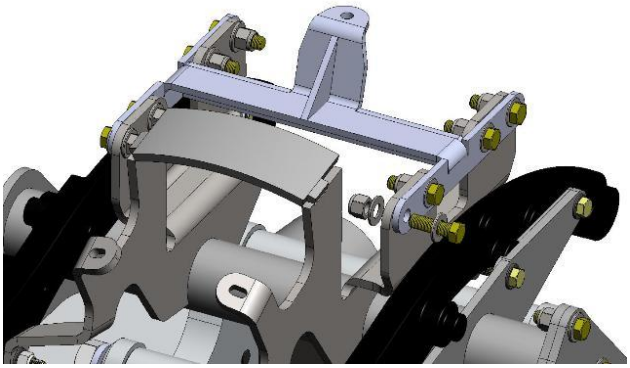

Figure 27
a. Install Seat Rear Mount Bracket using the supplied hardware. **Figure 27**